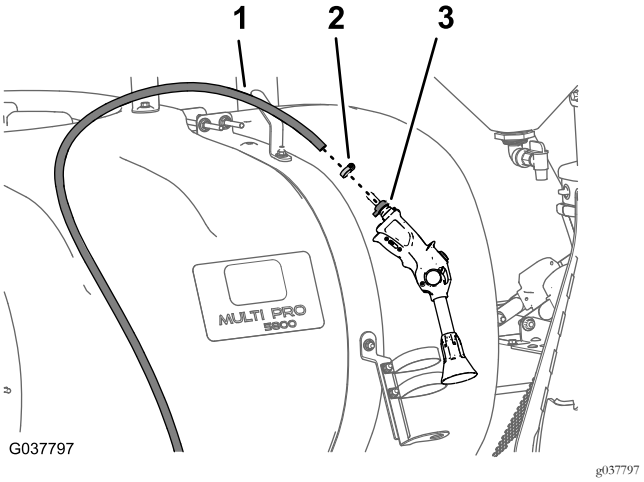

Figuur 96
5. Monteer de ribbel van het spuitpistool die u verwijderd hebt in Het spuitpistool van de toevoerslang verwijderen (bladz. 18) met een slangklem op de toevoerslang (Figuur 96).